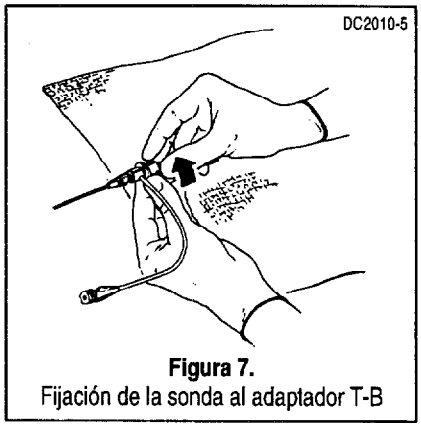

Figura 7.
8. Apriete firmemente el anillo de compresión para fijar la sonda (Figura 7). Aspire cualquier resto de aire del orificio lateral. Inicie un flujo heparinizado continuo o intermitente a través del orificio lateral de adaptación del adaptador T-B.